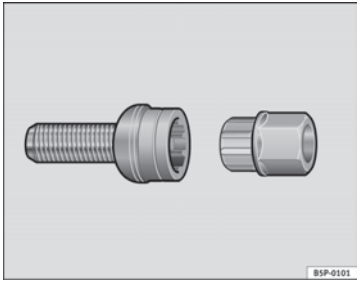

Fig. 179 Anti-theft wheel bolt
– Insert the adapter onto the wheel bolt and push it on as far as it will go ⇒ fig. 179.